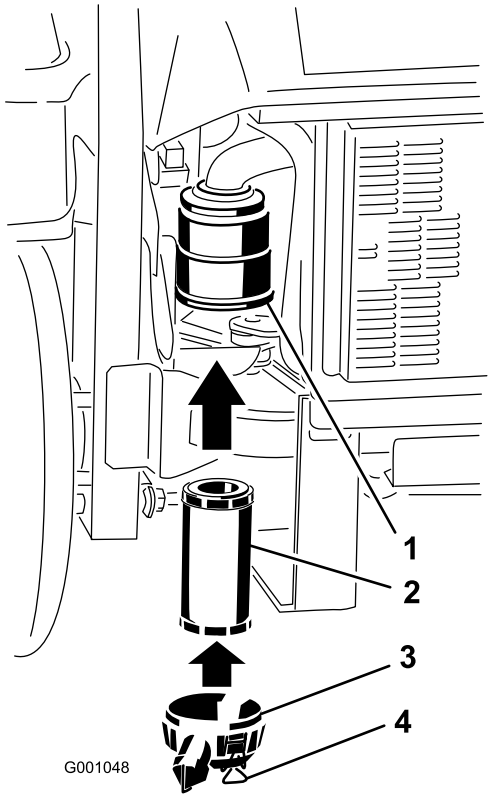

Figuur 33
2. Schuif het filter voorzichtig in het filterhuis (Figuur 33). Zorg ervoor dat het filter volledig vastzit door de buitenring van het filter tijdens de montage aan te drukken.
3. Monteer het luchtfilterdeksel en vergrendel dit (Figuur 33).